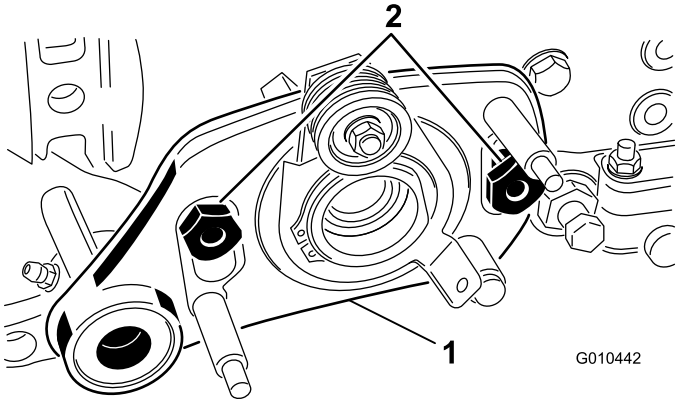

Figuur 6
9. Plaats de linker aandrijving op de bouten en bevestig deze met 2 borstmoeren (Figuur 6).